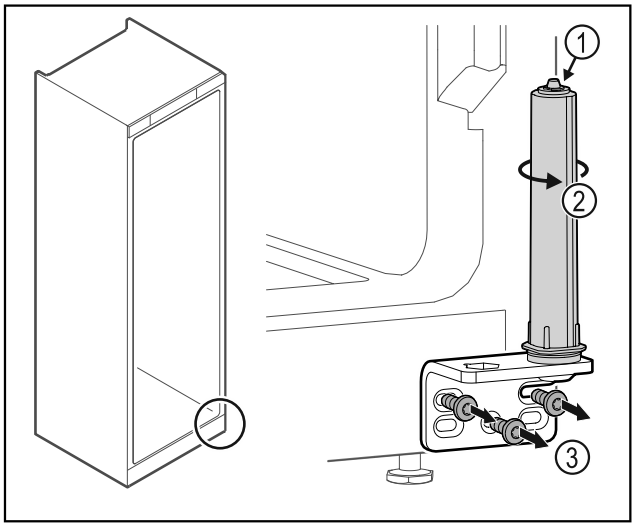

Fig. 27
▶ Nu dezasamblați sistemul de închidere al ușii *Fig. 27 (1)*.
▶ Rotiți *Fig. 27 (2)* sistemul de închidere, până când face clic.
▶ Deșurubați *Fig. 27 (3)* colțarul balamalei.